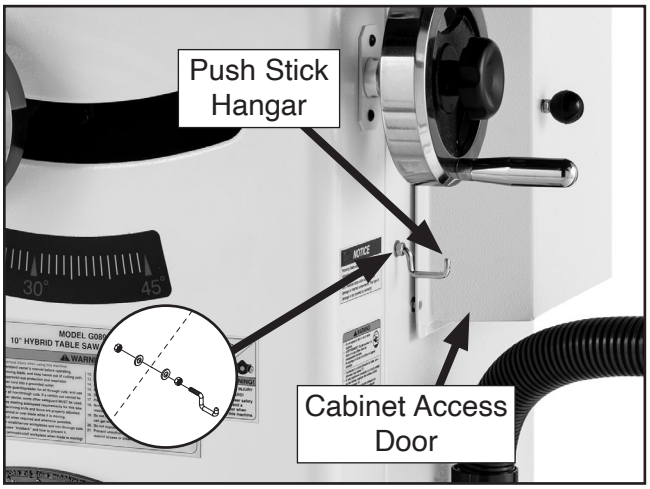

Figure 36. Push stick hangar installed.
34. Locate hole in cabinet near bottom left corner of cabinet access door, then open door (see **Figure 36**).
35. Remove (1) ¼"-20 hex nut and (1) 5mm flat washer from push stick hangar (see **Figure 36**), then insert hangar into hole.
36. Thread (1) ¼"-20 hex nut with (1) 5mm flat washer onto end of push stick hangar (see **Figure 36**), then close door.